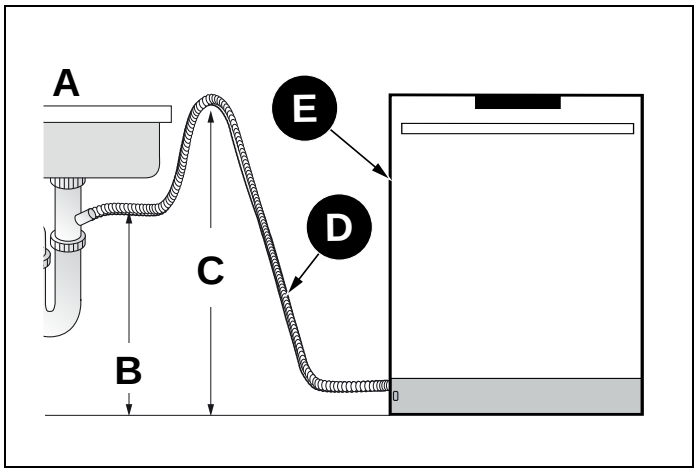

Fig. 18
5) Si no hay cámara de aire, asegúrese de suspender la parte central de la manguera de desagüe muy por encima de la base del armario del fregadero para evitar el reflujo (consulte Fig. 18).